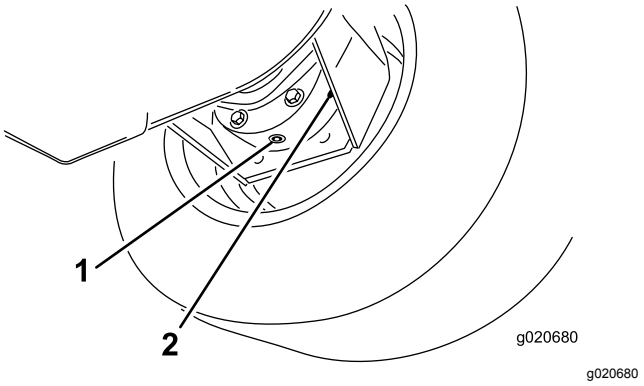

Figur 89
3. Plasser et tappefat under bremsehuset. Ta ut tappepluggen, og la oljen renne ut (Figur 89).